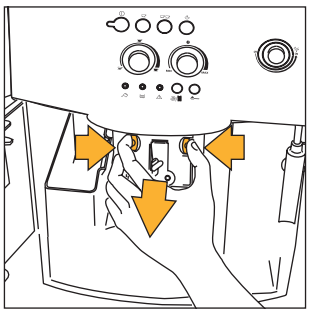

Abb.29
- Die beiden roten Entriegelungstasten der Brüheinheit seitlich und gegen die Mitte andrücken (Abb. 29) und die Brüheinheit herausziehen.